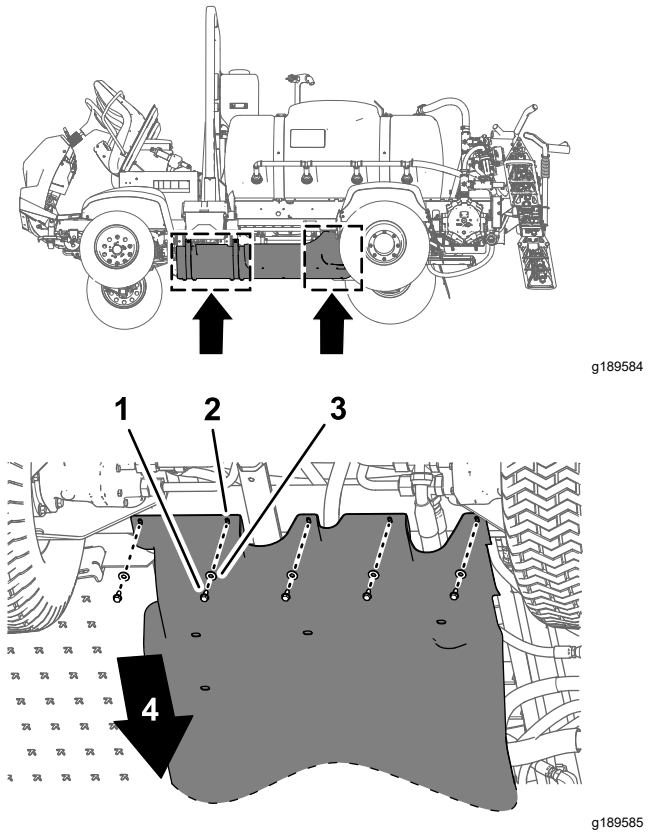
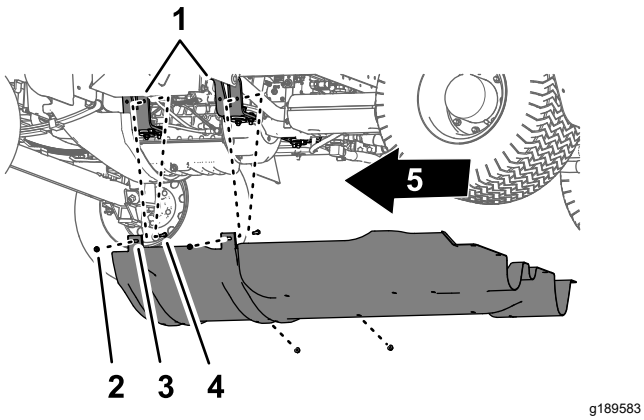

Figura 62
Figura 63
1. Retire los 5 pernos con arandela prensada (5/16" x ⅝") y las 7 arandelas (5/16") que sujetan la parte trasera del protector de bajos al chasis de la máquina (Figura 62).
2. Retire los 4 pernos con arandela prensada (5/16") de los pernos y del perno de cuello cuadrado que sujetan las pestañas de montaje del protector de bajos a los soportes de montaje del motor de la máquina (Figura 63).
4. Retire el protector de bajos de la máquina (Figura 62 y Figura 63).
1. Alinee el protector de bajos con el chasis de la máquina; consulte Figura 63, en Retirada del protector de bajos (página 58).
2. Coloque las pestañas de montaje del protector de bajos sobre los pernos de los soportes de montaje del motor; consulte Figura 63, en Retirada del protector de bajos (página 58).
3. Sujete el protector de bajos a los pernos de los soportes de montaje del motor (Figura 63) con las 4 contratuercas con arandela prensada (5/16") que retiró en el paso 2 de Retirada del protector de bajos (página 58).
4. Alinee los orificios de la parte trasera del protector de bajos con los orificios del chasis; consulte Figura 62, en Retirada del protector de bajos (página 58).
5. Sujete la parte trasera del protector de bajos al chasis (Figura 62) con los 5 pernos con arandela prensada (5/16" x ⅞") y las 5 arandelas (5/16") que retiró en el paso 1 de Retirada del protector de bajos (página 58).